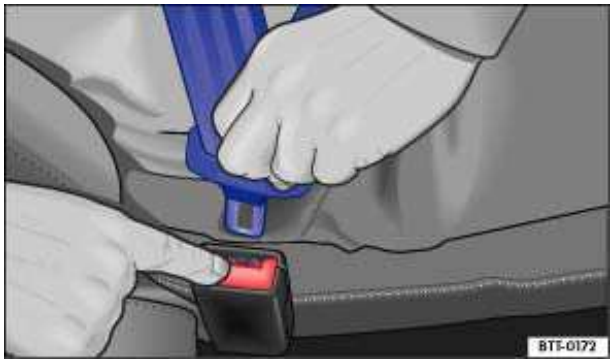

Fig. 56 Releasing the buckle tongue from the belt buckle.
- Press the red button on the buckle ⇒ fig. 56. The buckle tongue is ejected.